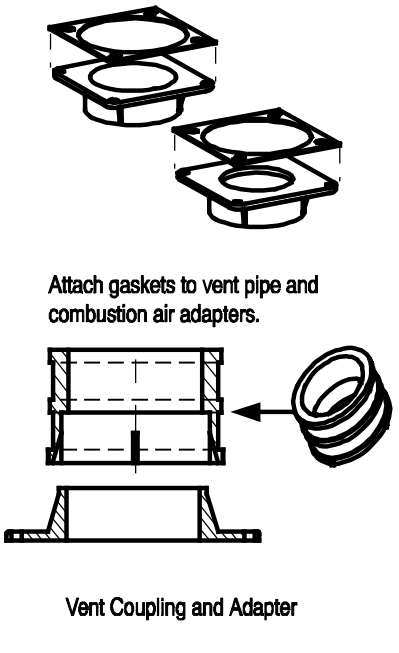

Fig. 57 - Vent Coupling and Adapter with Gaskets
1. Apply the gaskets to the vent pipe and combustion air pipe adapters. If supplied, remove and discard round center "slug" from interior of gasket. See Fig. 57.